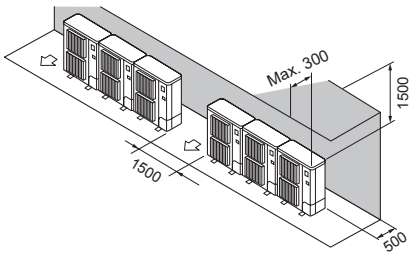

Fig. 2-14
② Obstacles uniquement à l'arrière et au-dessus (Fig. 2-14)